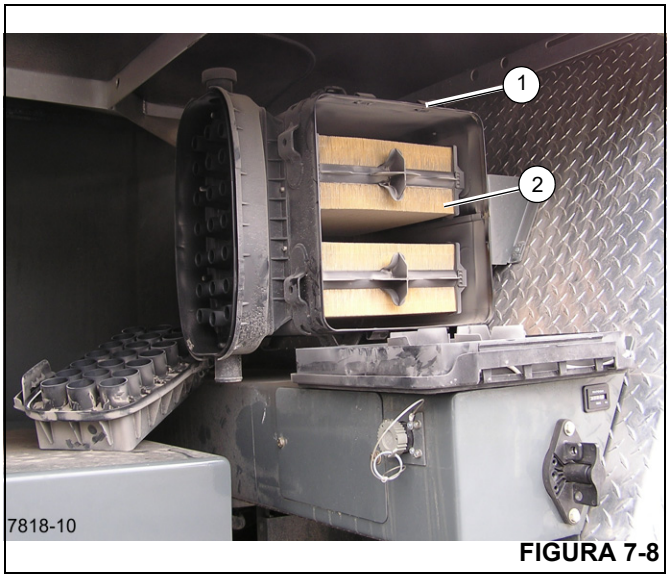

FIGURA 7-8
1. Levante as presilhas (1) (Figura 7-8) que fixam a tampa ao corpo do purificador de ar e remova a tampa.